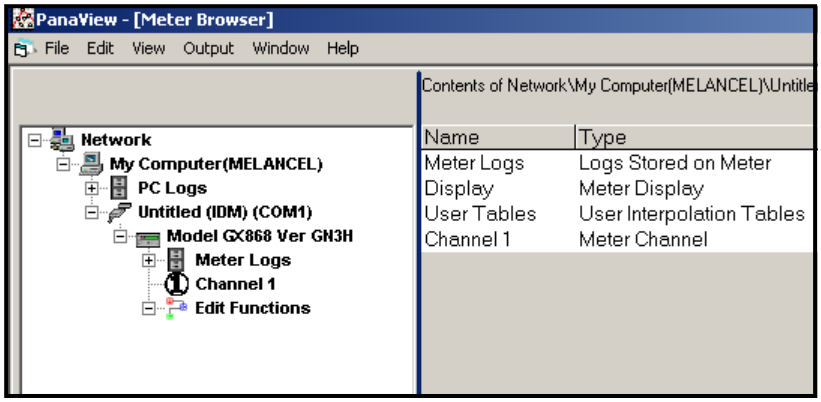

Figure 34: *New Meter Browser* with Meter Branch
3. Then expand the meter tree as shown in *Figure 34*.